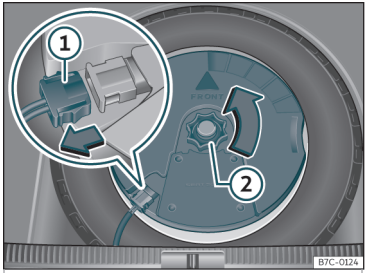

Fig. 268 En el maletero: desmontar el subwoofer.
- Desconecte el cable del altavoz *subwoofer* ››› **fig. 268** ①.
- Gire la ruedecilla de fijación en sentido contrario a las agujas del reloj ››› **fig. 268** ②.